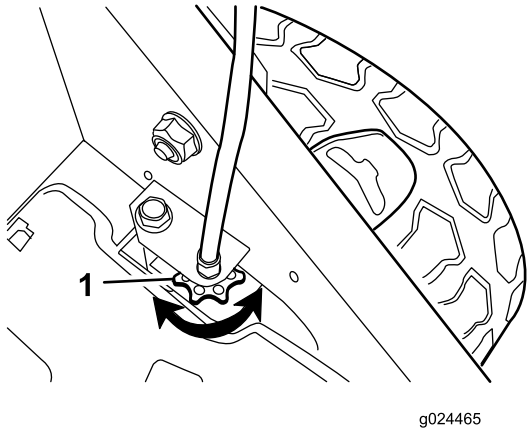

Figuur 22
- Als de wielen niet draaien wanneer u de stang van de zelfaandrijving inschakelt, is de aandrijfriem niet genoeg gespannen. Draai de afstelknop van de wielaandrijving (Figuur 22) 1 slag rechtsom en herhaal stap 3 tot 5.
- Als de wielen al draaien voordat u de stang van de zelfaandrijving volledig hebt ingedrukt, is de aandrijfriem te hard aangespannen. Draai de afstelknop van de wielaandrijving (Figuur 22) 1 slag linksom en herhaal stap 3 tot 5.